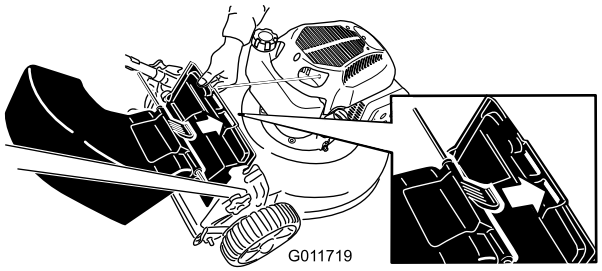

Figur 21
3. Før rillen på deflektoren til bagudkast ind i højre rille på den bageste deflektor (Figur 21).